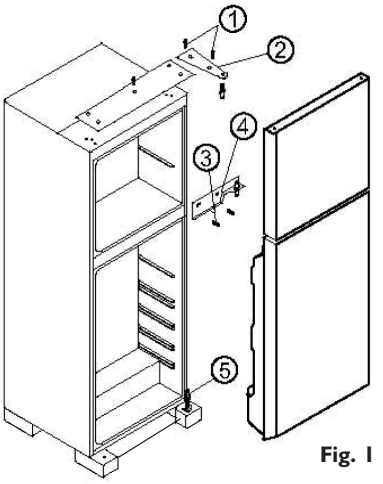

Fig. 1
- Démontez la charnière en ôtant les vis (**Fig. 1, 1 et 2**), enlevez la porte du compartiment supérieur et rangez-la en lieu sûr.
- Pour la porte du bas, enlevez le support central en desserrant les vis de fixation. (**Fig. 1, 3 et 4**)
- Sortez la porte inférieure du gond en la soulevant (**Fig. 1, 5**) et rangez-la en lieu sûr.